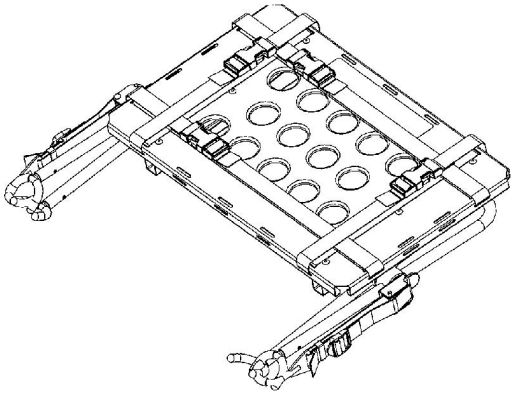

Figura 54
1. Colocar a plataforma do desfibrilhador na posição de armazenamento, conforme apresentado na Figura 54.